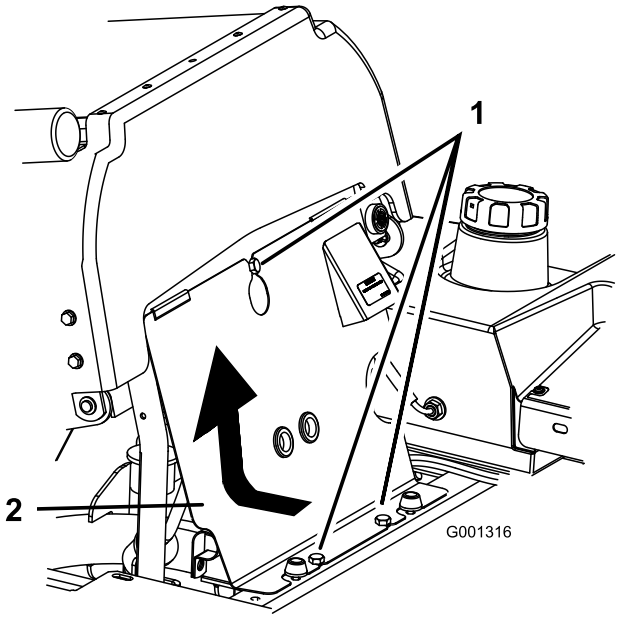

Figur 35
1. Tippa sätet framåt, lossa bultarna och demontera den främre motorkåpan (Figur 35).